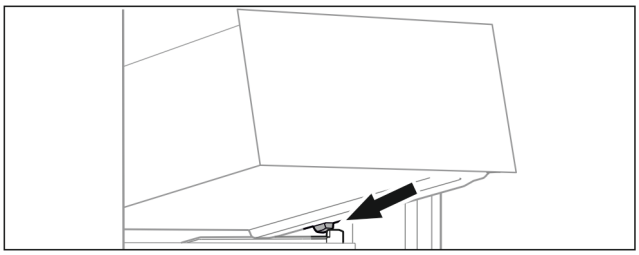

Fig. 119
▶ Place drawer at an angle behind the stoppers on the moulded rib. (see Fig. 119)